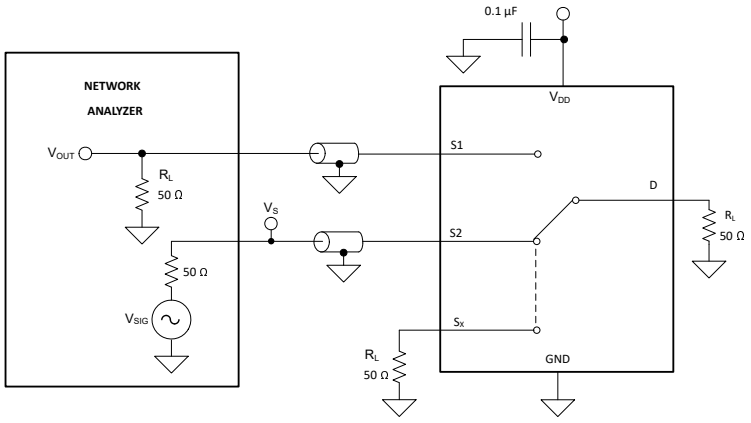

Figure 7-10. Channel-to-Channel Crosstalk Measurement Setup
Crosstalk is defined as the ratio of the signal at the drain pin (D) of a different channel, when a signal is applied at the source pin (Sx) of an on-channel. Figure 7-10 shows the setup used to measure, and the equation used to compute crosstalk.